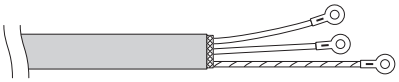

Fig. 4-12
(4) Prenda os terminais de pressão tubular aos fios de sinal e aos fios blindados isolados no Passo (2). (Fig. 4-12)